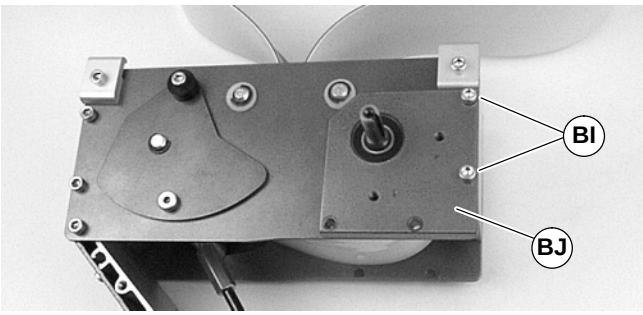
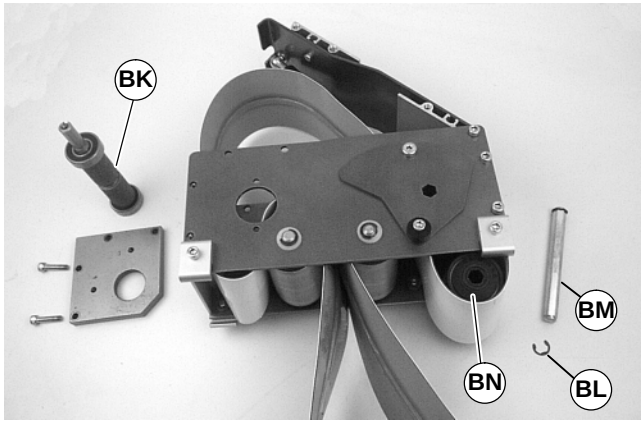
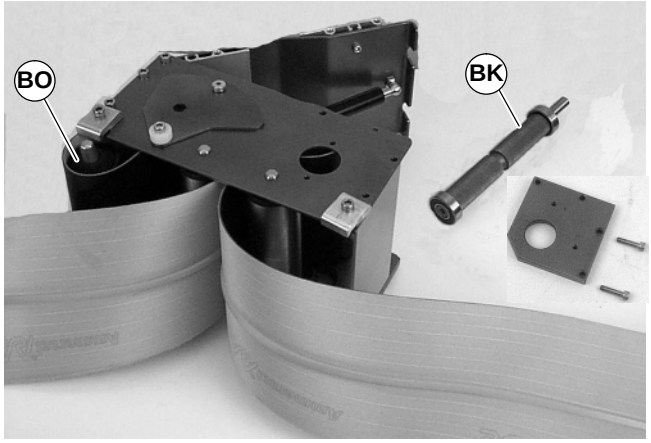

Figure 23
Figure 24
Figure 25
1. Remove drive plate screws (BI of Figure 23). Remove the tension drive plate (BJ).
2. Remove drive pulley (BK of Figure 24).
- For 44 mm, 70 mm or 95 mm wide conveyor, detach E-ring clip (BL of Figure 24). Remove pulley shaft (BM) and remove pulley (BN).
- For 127 mm or wider conveyor, depress both sides of spring-loaded shaft and remove pulley (BO of Figure 25).
3. Place grooved idler pulley (BN of Figure 24 or BO of Figure 25) into the belt loop and install it in the drive module. Refer to "Belt Removal from Center Drive Module" on page 12 and reverse step 3.
4. Place drive pulley (BK of Figure 24 or 25) into the belt loop and install it in the drive module. Refer to "Belt Removal from Center Drive Module" on page 11 and reverse steps 1 and 2. Tighten screws (BI of Figure 23) to 9 Nm.